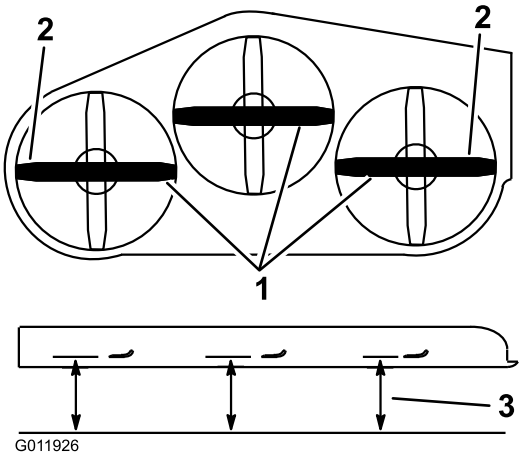

Figura 12
3. Ruotate con cautela la lama (o le lame) da un lato all'altro e misurate la distanza tra i taglienti esterni e la superficie piana (Figura 12).